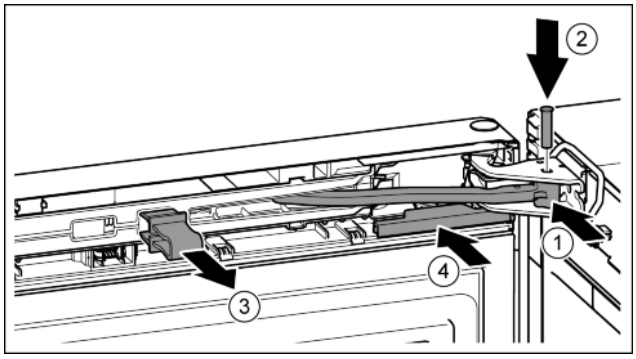

Fig. 26
- ▶ Повернуть шарнир в опорном кронштейне. *Fig. 26 (1)*
- ▶ Вставить палец в опорный кронштейн и шарнир. При этом следить за тем, чтобы выступ фиксатора занимал правильное положение в пазу. *Fig. 26 (2)*
- ▶ Снять предохранитель. *Fig. 26 (3)*
- ▶ Надвинуть крышку. *Fig. 26 (4)*